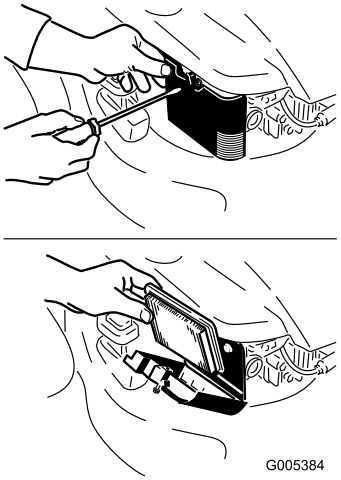

Figuur 28
2. Open het luchtfilterdeksel en verwijder het oude luchtfilter (Figuur 28).